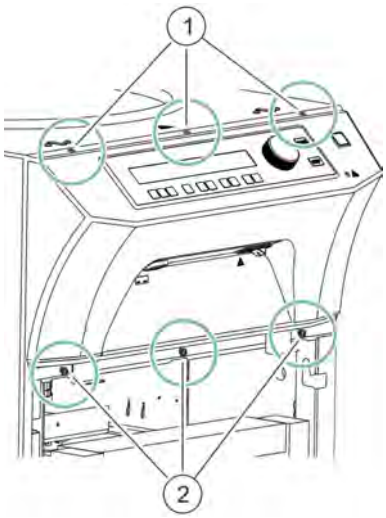

Fig. 16: Loosening screws on the front faceplate
4. Screw the 3 internal hexalobular screws (T15) out of the bottom side of the front faceplate (*Fig. 16*/2).
5. Screw the 3 Allen screws (H3) out of the top side of the front faceplate (*Fig. 16*/1).
7. Put the front panel onto the centrifuge and insert the 3 internal hexalobular screws (T15) in the bottom side of the front faceplate (*Fig. 16*/2) and tighten lightly.
8. Insert the 3 Allen screws (H3) in the top side of the front faceplate (*Fig. 16*/1) and then firmly tighten all 6 screws.